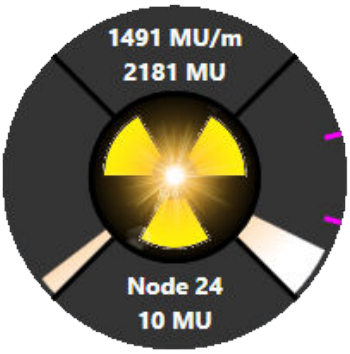

Figure 8.4.6 : Progression du faisceau
- Le quadrant droit affiche la progression de cette session de traitement. S'il y a plusieurs isocentres, ce quadrant sera alors divisé en sections par de petites encoches roses. Chaque section correspond à un isocentre. (La Figure 8.4.6.1 comprend 3 isocentres.)